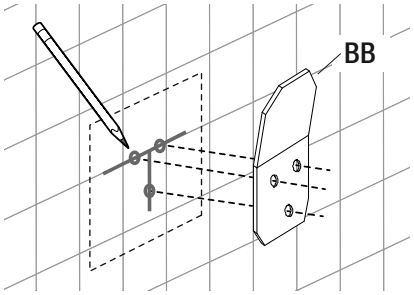

Fig.13C
- Utilisez le support inférieur (BB) pour définir l'emplacement des trous de vis, comme il est indiqué à la figure 13C.